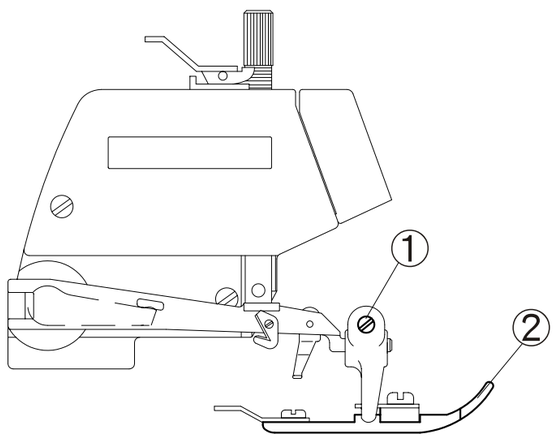

Fig. 9
3. Ajuste la posición del pie prénsatelas (Fig. 9)